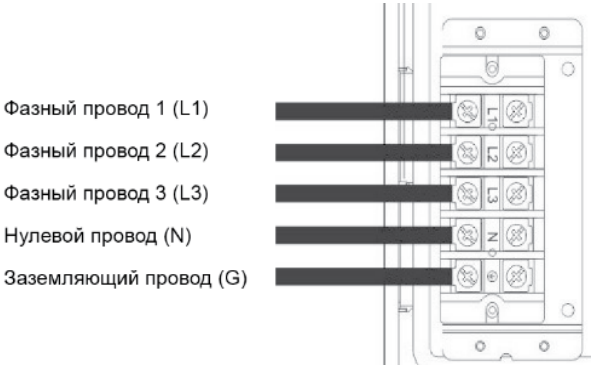

Рис. 9. Трехфазное подключение прибора
- Схема трехфазного подключения сетевого кабеля к клеммной колодке указана в Рис. 9.
- Подключение L1-L2-L3-N-G сверху «Вниз», согласно Рис. 9.